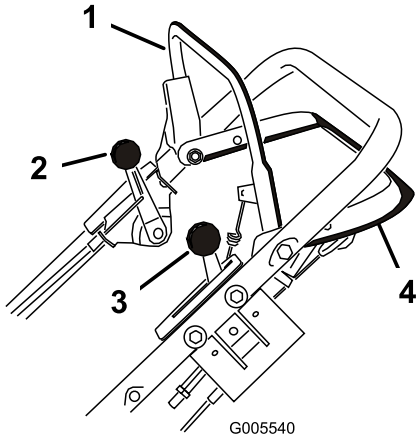
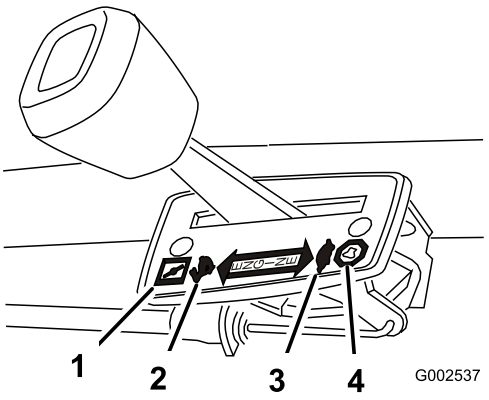

Figure 10
Figure 11
The blade control bar, control bar lock, ground speed control lever, throttle control lever, and traction control bar are on the upper handle as shown in (Figure 10).
The throttle settings are shown in (Figure 11).
4. Move the ground speed control to the Neutral (N) position (Figure 10 and Figure 11).
The lawn mower has 3 ground speeds: 1 is slow, 2 is medium, and 3 is fast. the ground speed control is located on the upper handle (Figure 11).